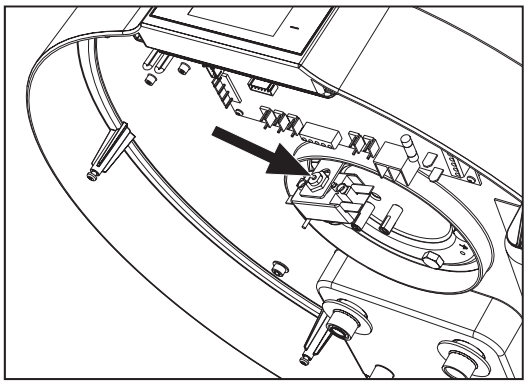

fig. 66 - Rearme del termostato de seguridad
- Rearmar manualmente el termostato de seguridad (fig. 66). En caso de disparo, el perno central del termostato sobresale unos 2 mm.